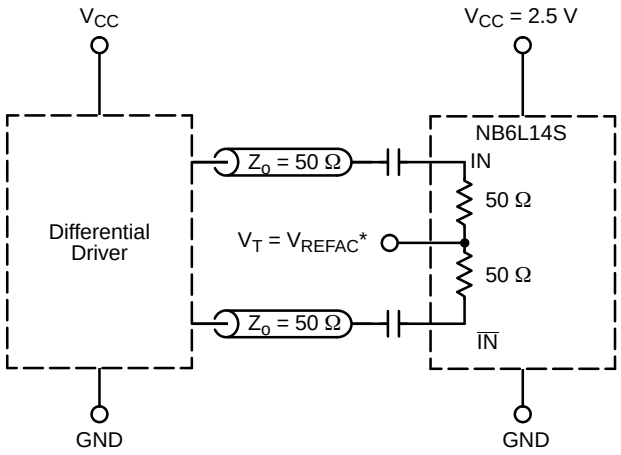

Figure 17. Capacitor−Coupled Differential Interface (V_T Connected to V_{REF_AC})
DIFFERENTIAL INPUTS DRIVEN SINGLE−ENDED (Figures 17, 18, 22, and 24)
11. V_{REFAC} used to rebias capacitor−coupled inputs only (see Figures 17 and 18).